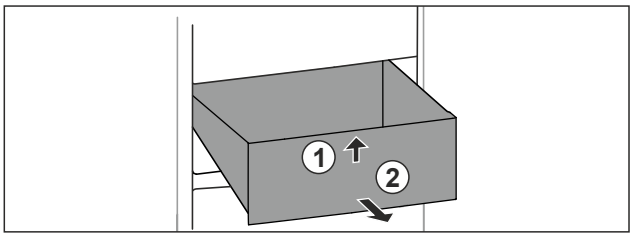

Fig. 93
▶ Lift up drawer at the front. *Fig. 93 (1)*.
▶ Remove drawer to the front. *Fig. 93 (2)*.